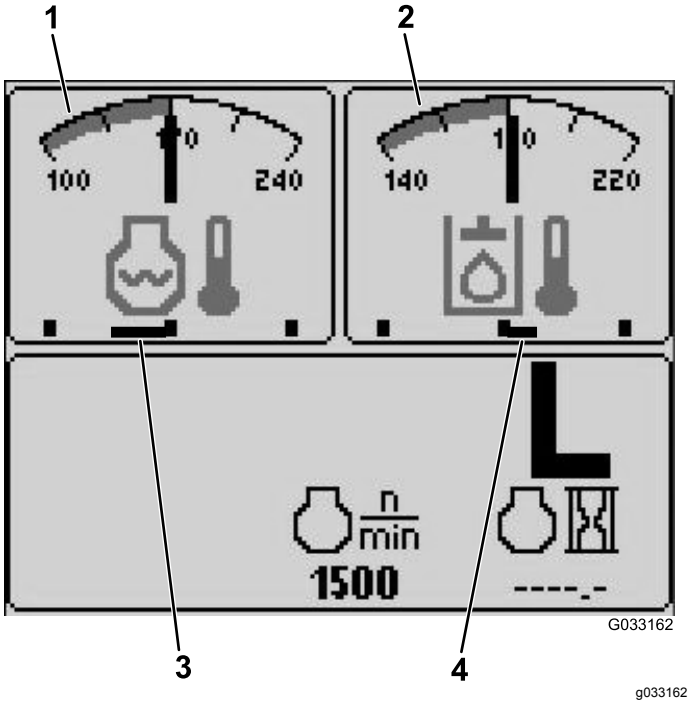

Figuur 18
- Indicator hydraulische vloeistoftemperatuur en ventilator - scherm rechtsboven (Figuur 18)
Opmerking: In voorbeeld Figuur 18 draaien de koelventilators van de hydraulische vloeistof met een snelheid van 25% voorwaarts.
- Indicator temperatuur motorkoelvloeistof en ventilator - scherm linksboven (Figuur 18)
Opmerking: In voorbeeld Figuur 18 draaien de koelventilators van de motor met een snelheid van 50% achterwaarts.
De ventilatorrichting wordt ook weergegeven op het scherm van de motorkoelvloeistoftemperatuur en het temperatuurscherm van de hydraulische vloeistof. Als de balk zich rechts van de middenstreep bevindt, draaien de ventilatoren voorwaarts. Als de balk zich links van de middenstreep bevindt, draaien de ventilatoren achteruit (Figuur 18).
Dit scherm geeft de temperatuur van de hydraulische vloeistof en de status van de koelventilator aan (Figuur 18).
Dit scherm geeft de temperatuur van de motorkoelvloeistof en de status van de koelventilator aan (Figuur 18).